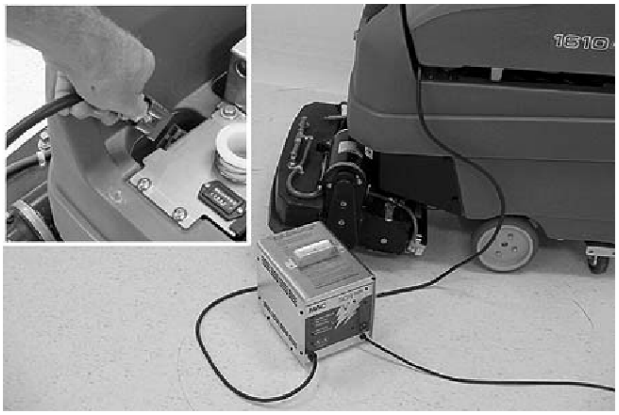

図29
6. バッテリーを充電します。（図29）「バッテリーの充電」の項を参照してください。